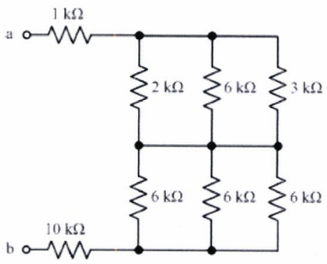

Figur 2: Resistornät
2. Betrakta resistornätet i figur 2 nedan.
Beräkna ersättningsresistansen (R_{ab}) i resistornätet, figur 2 nedan.